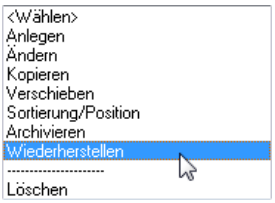

Bild 27.48 – *Gruppe*, Menüpunkt *Wiederherstellen*
- Klicken Sie im Listenmenü der Gruppen auf *Wiederherstellen* (Abb. 27.48).